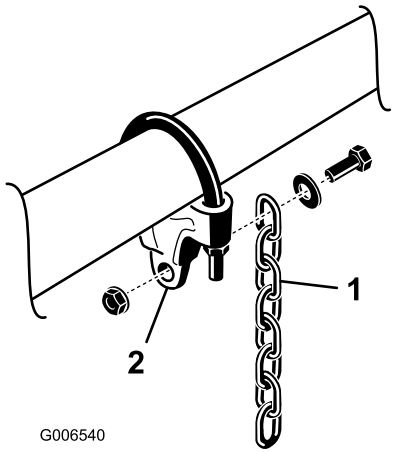

Figura 12
5. Monte uma corrente de elevação em cada suporte da corrente com um parafuso, uma anilha e uma porca, posicionando conforme indicado em Figura 12